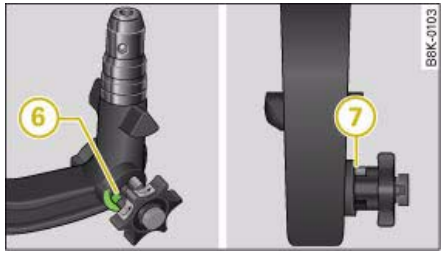

Fig. 241 Removable towing bracket: Safety check
– Check that the green marking (6) ⇒ fig. 241 on the knob is inside the green zone on the ball joint.
– Check that the knob is directly against the ball joint, so that there is no gap (7) between the knob and the ball joint.